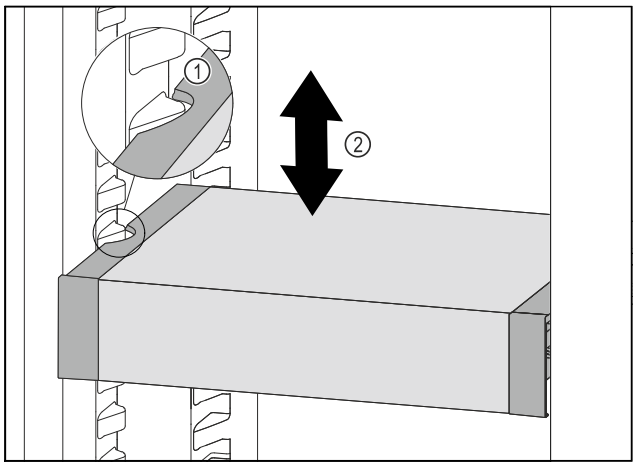

Fig. 133
▶ VarioSafe nach vorne ziehen, bis sich die seitlichen Aussparungen des VarioSafes auf Höhe der Behälterrippe im Kühlteil befinden. *Fig. 133 (1)*
▶ VarioSafe im Kühlteil nach oben oder unten bewegen, bis gewünschte Höhe erreicht ist. *Fig. 133 (2)*